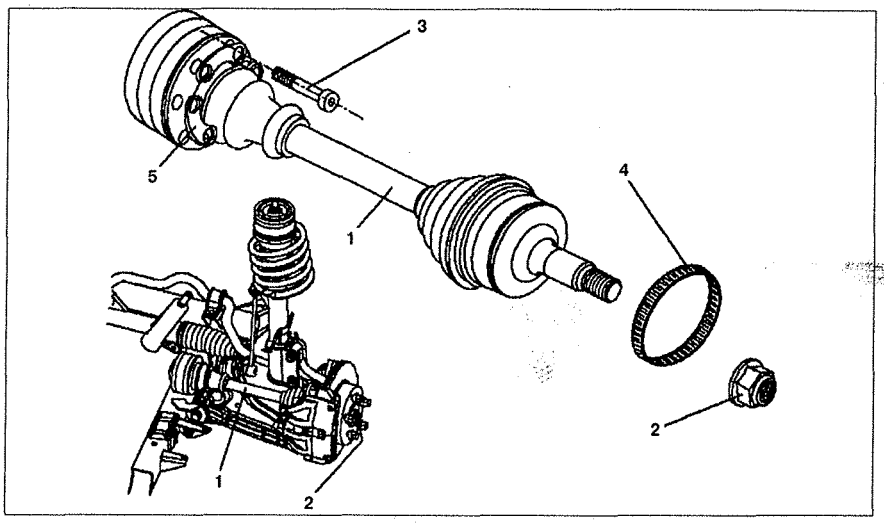

Рис. 7.7. Полуось:
1. Ослабьте гайку **2** крепления ступицы (см.рис.7.7).